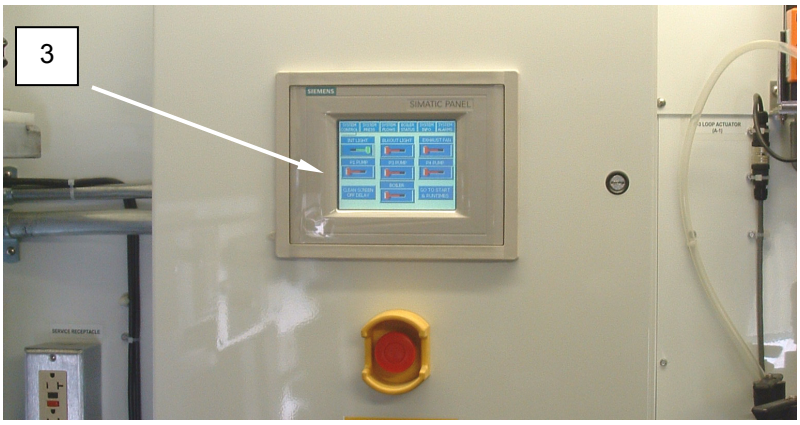

Figure 3. PLC Control Panel.
2. Use the PLC control screen **(Figure 3, Item 3)** to switch the interior lighting or blackout lighting ON, as required.